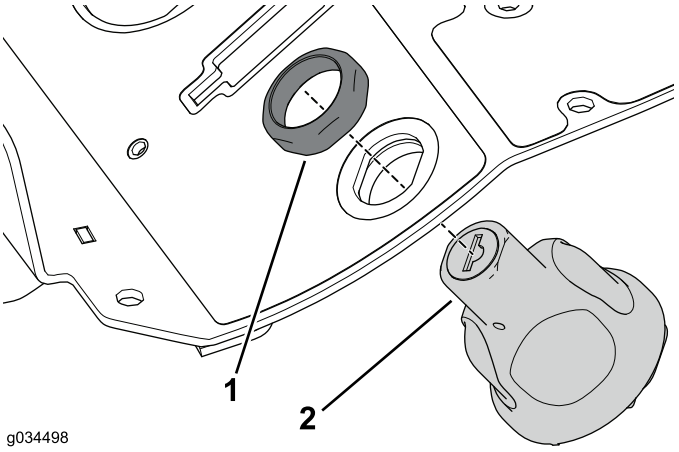

Figur 29
4. Bruk holdemutteren du fjernet tidligere, til å feste tenningsbryteren til konsollenheten (Figur 29).